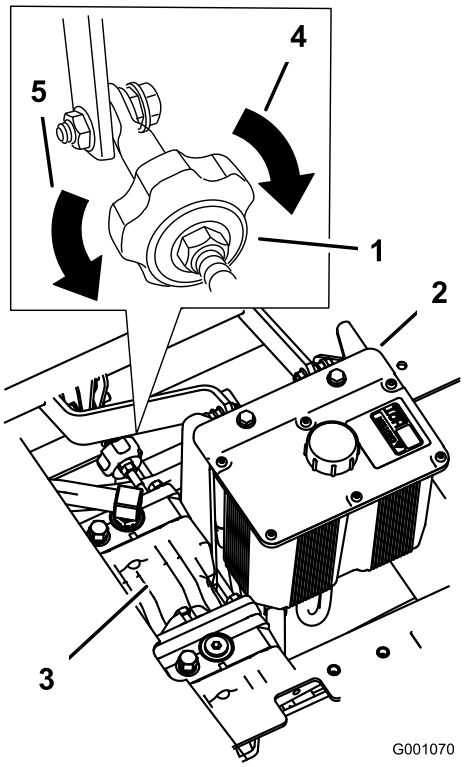

Figur 56
4. For at få maskinen til at køre til højre skal du dreje knappen mod maskinens højre side. Se Figur 56.
5. For at få maskinen til at køre til venstre skal du dreje knappen mod maskinens venstre side. Se Figur 56.